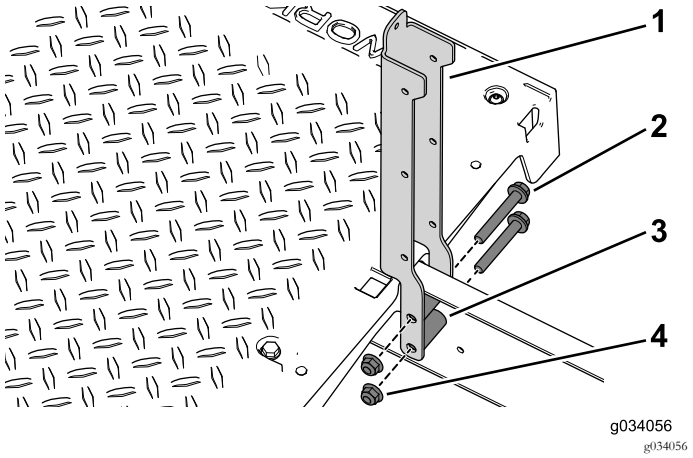

Figure 39
3. Servez-vous des 4 boulons à embase (3/8" x 2½"), entretoises et écrous à embase pour fixer les supports de siège gauche et droit sur la machine (Figure 39).